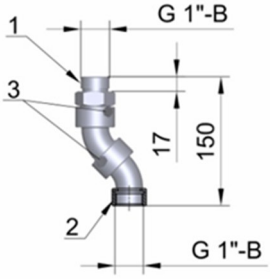

Рис.2. Устройство направленной подачи ОТВ.
2.1. В модификациях модулей с выходом под трубную разводку «Буран-15ТРВТ4», «Буран-15ТРВТ6», «Буран-15ТРВТН4», «Буран-15ТРВТН6» предусмотрена возможность размещения распылителей под различным углом к вертикальной оси, для чего предлагается использовать специальное устройство направленной подачи ОТВ (Рис.2). Данное устройство поставляется как дополнительная опция по заказу покупателя.